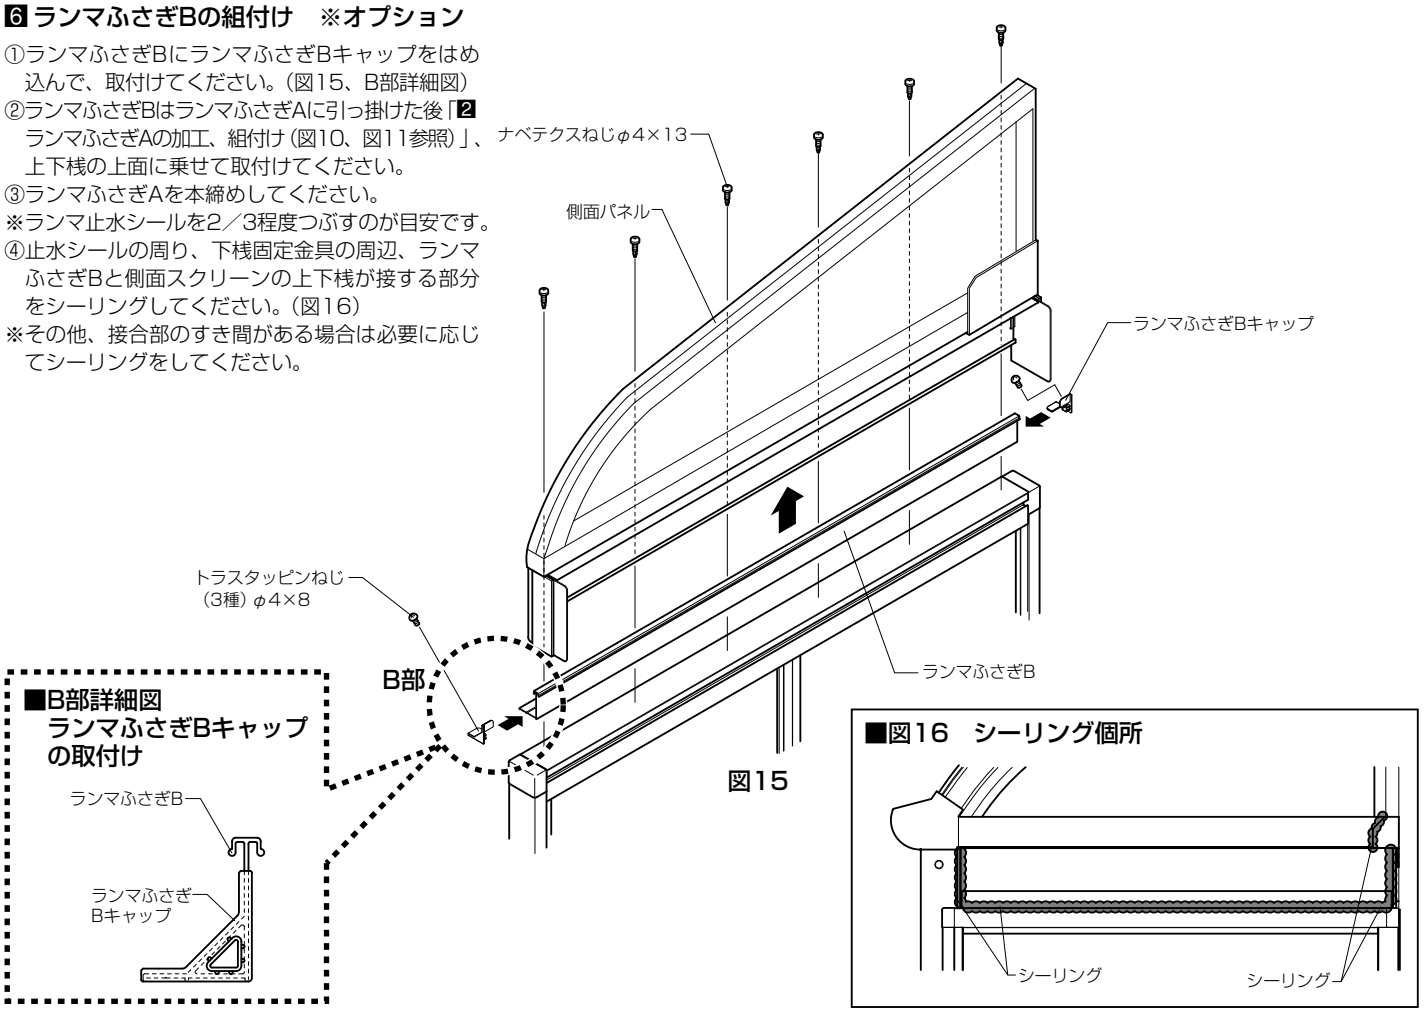

図15
①ランマふさぎBにランマふさぎBキャップをはめ込んで、取付けてください。（図15、B部詳細図）